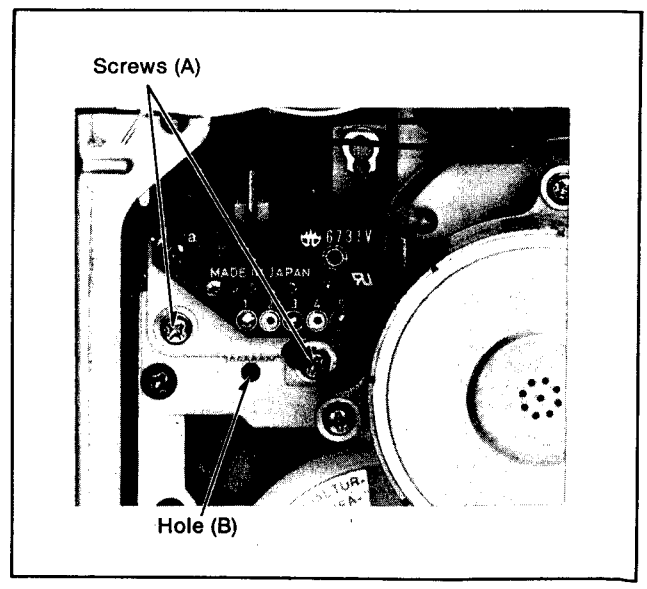

Figure M47
2. To adjustment the mode select switch, loosen the 2 screws (A) then insert the fine adjustment screwdriver into the adjustment hole (B).
3. Align the V-shaped notch of the switch with the tab on the main rod. (Figure M47)